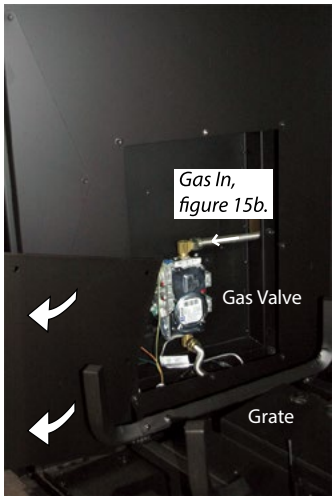

Figure 28a. (Removing the panel from the firebox), incoming gas from service and Gas valve.
Step 4. Slightly tilt panel, and pull out between the grate and firebox wall, ***Figure 28a***.